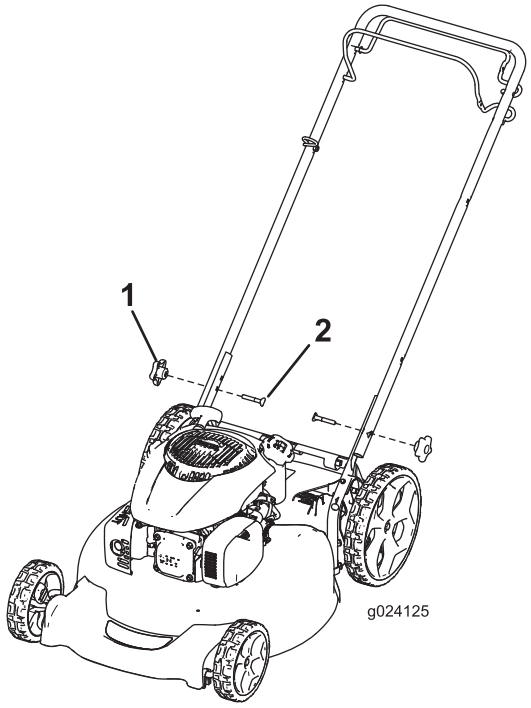

Figure 3
1. Retirez les boutons du guidon sur le carter de la machine (Figure 3).
2. Placez le guidon en position d'utilisation (Figure 3).